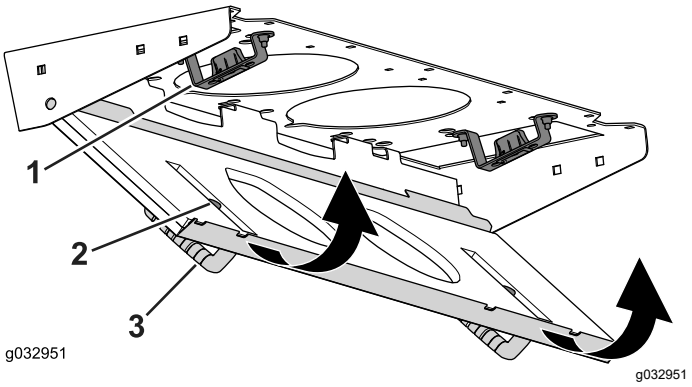

**Bild 84**
4. Drehen Sie das Filtersieb um die Nasen, bis der Riegel in der Riegelbefestigung einrastet (Bild 84).